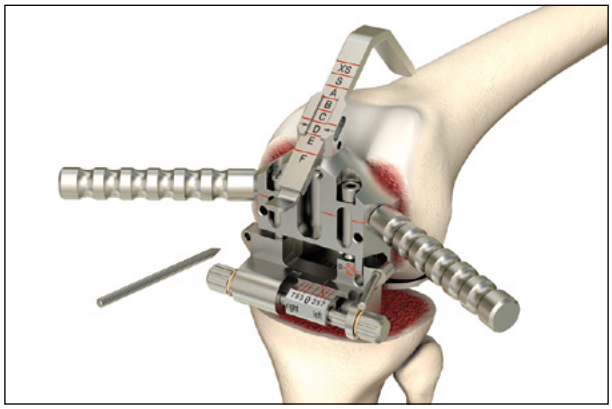

Fig. 19 Futja e udhëzuesit të kalibrimit/rrotullimit të femurit
- Pas rregullimit të drejtvendosjes së rrotullimit, udhëzuesi i kalibrimit/rrotullimit të femurit duhet fiksuar në seksionin e tij më të poshtëm me të paktën një kunj (Fig. 19)